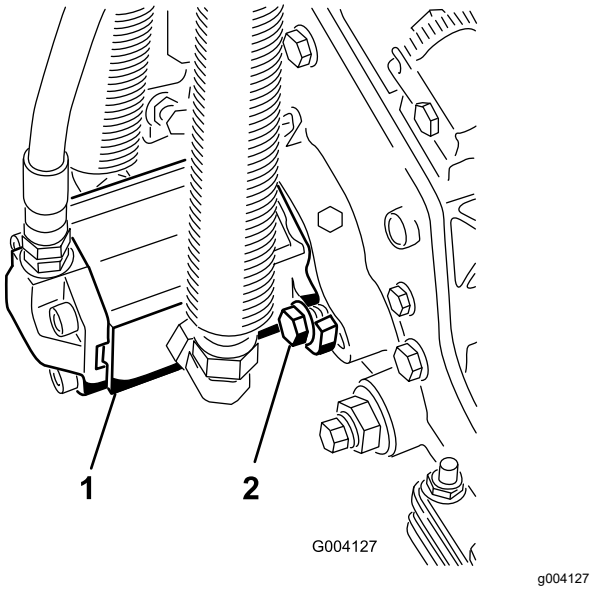

Rysunek 14
16. Zamontuj silnik, obracając go w prawo, tak aby kołnierz silnika odsłonił śruby (Rysunek 14).